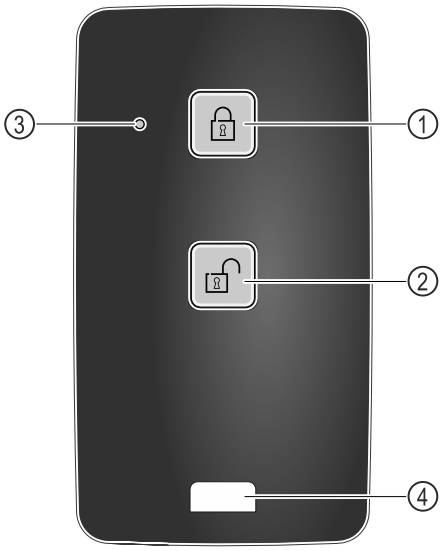

Fig. 212
(1) Blocați încuietoarea
(2) Deblocați încuietoarea
(3) LED de stare
(4) Ureche de fixare
▶ Apăsați tasta *Fig. 212 (1)* de pe telecomandă.
▶ Apăsați tasta *Fig. 212 (2)* de pe telecomandă.
▶ LED-ul de stare *Fig. 212 (3)* oferă un răspuns optic atunci când este apăsat un buton.
▶ Urechea *Fig. 212 (4)* pentru fixarea telecomenzii, de exemplu la un breloc.